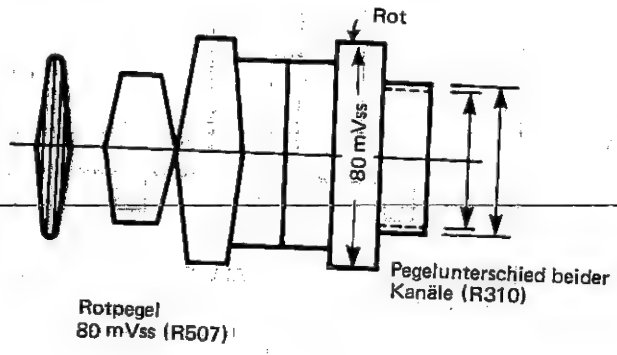

Abb. 60
c) Mit R310 (REC BALANCE) die beiden in Abbildung 60 gezeigten Kanäle ausgleichen.